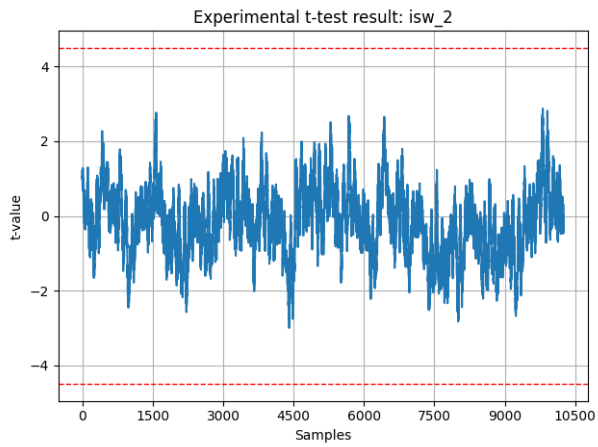

Figure 5.21: Experimental T-test result of isw-2-without-b-0 - patching the write bus and changing r3 and r4 (Setup: 250MSa/s, 10250S, 4ns, 2MHz)
2) Changing $r3$ and $r4$ and clearing the write bus on isw-2-0. Figure 5.21 shows the t-test results on of isw-2-1 for 100K and 500K traces.